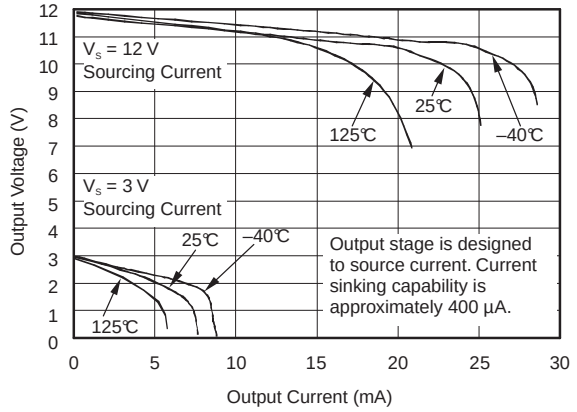

Figure 7. Positive Output Voltage Swing vs Output Current
(1) Total output error includes effects of gain error and V_{OS}.
(2) For details on this region of operation, see *Accuracy Variations as a Result Of V_{SENSE} and Common Mode Voltage*.
(3) See Figure 7.
(4) Specified by design